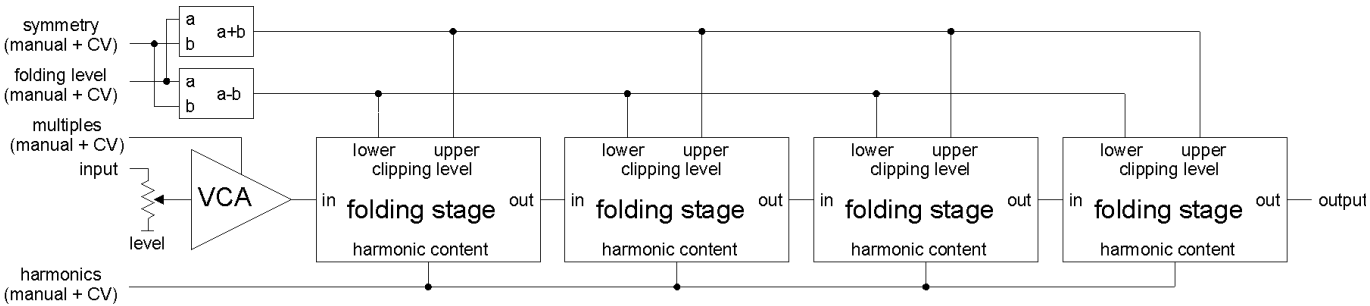

Fig. 3: Overall view
The signal is processed by a standard linear VCA and 4 so-called *wave folding stages*. The amplification of the VCA is identical with the *Multiples* parameter. This is the working principle of the folding stages: As soon as the signal goes beyond the *upper* resp. below the *lower folding level* the signal is *reflected* resp. *folded back*. The values for upper and lower folding level are derived from the input parameters *folding level and symmetry*. Both can be adjusted manually and controlled by an external control voltage (CV). *Folding Level* determines the distance between the upper and lower folding level, *Folding Symmetry* the position of both levels relating to the zero line. The internal upper and lower folding level are calculated by adding resp. subtracting the voltages for *Folding Level* and *Folding Symmetry* (refer to fig. 3).
Fig 3 shows the complete schematics of the A-137 module. For each of the four parameters *Multiples, Folding Level, Symmetry* and *Harmonics* a manual control and an external control voltage input with attenuator is available.